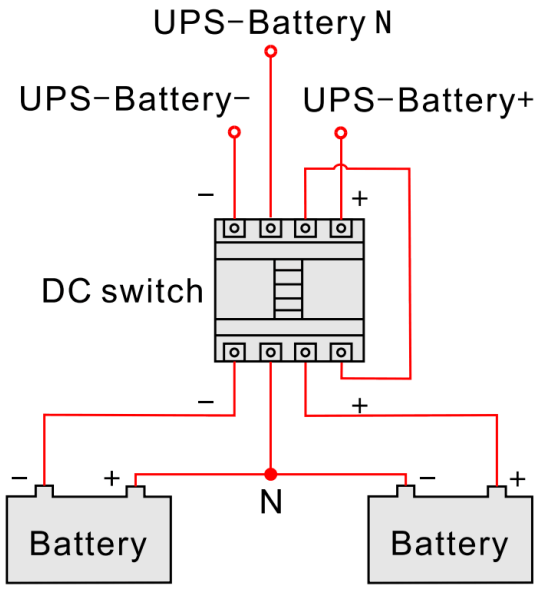

FIGURE 3-51 Battery wiring diagram
- Battery DC input requires to add a DC switch, the wiring is as shown in Figure 3-51.